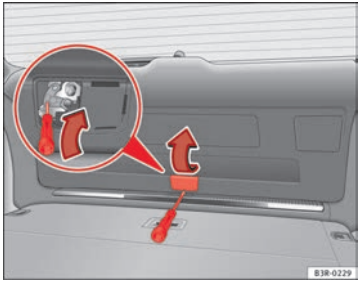

Fig. 76 Detail of the tailgate: emergency unlocking mechanism
– Lift the cover ⇒ fig. 76 -arrow-.